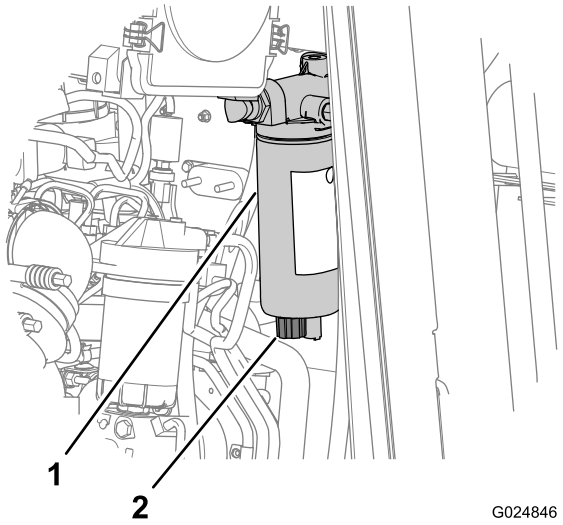

Figura 21
2. Collocate un contenitore di spurgo sotto la valvola di spurgo sul separatore di carburante/condensa (Figura 21).